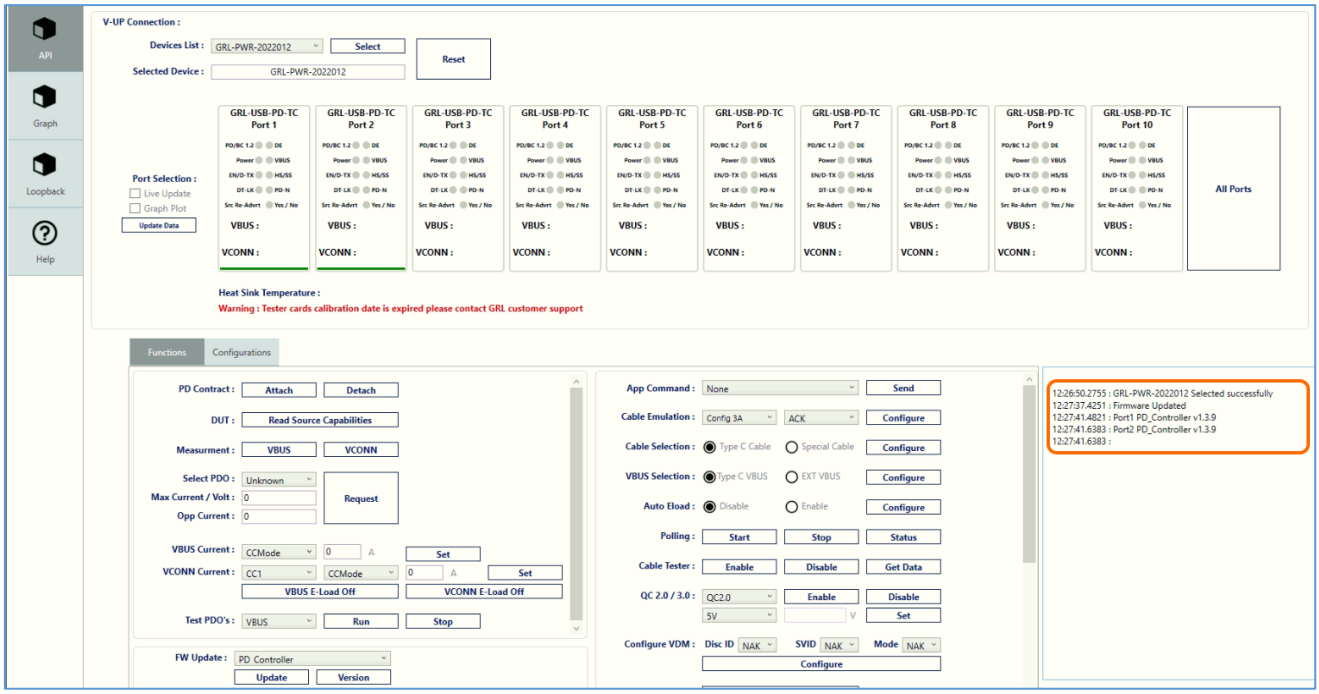

Figure 27. Display of Latest Firmware Version of USB Power Delivery Controller
8. The latest firmware version number will be displayed in the API activity log panel on the right of the screen as shown in Figure 27 below.